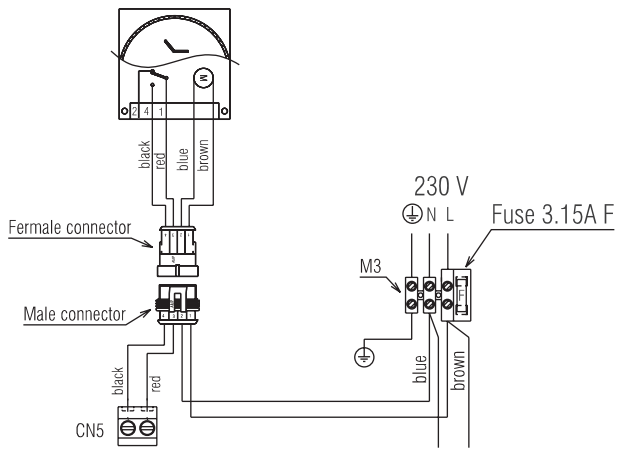

Fig. 39
Disconnect any external controls from terminal plug (CN5 fig. 39), and insert a link-wire between the two wires at the 'TA' connections.
• single-channel, voltage-free time clocks (fig. 39)
• programmable RF room thermostats (fig. 39)